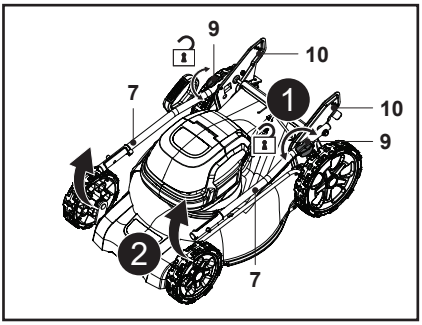

Fig. 1
2. Desaperte o bloqueio da pega (9) 90° para a direita ou para a esquerda e desdobre o guiador inferior (7) (Fig. 1).